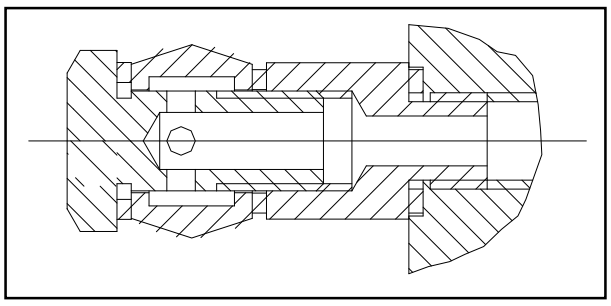

Fig. 34
• Raccorder le groupe hydraulique au circuit au moyen d'un flexible (fig. 34).